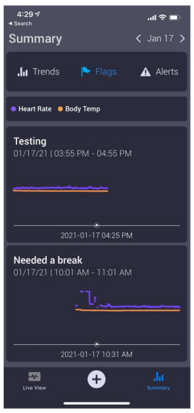

Figure 31: Flag Summary
3. View Flags under the **Summary** page by selecting the **Flag** icon (Figure 31).